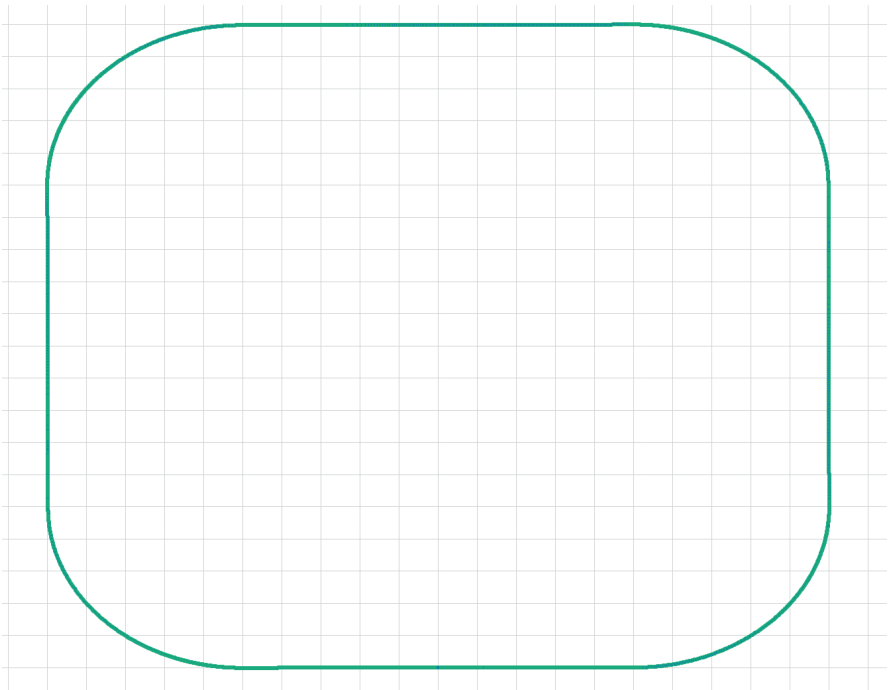

Figure 8, Smooth turn simulation
- Instead of making 90 degrees sharp turn, change your commands array so the rover makes smooth turns as shown in Figure 8.